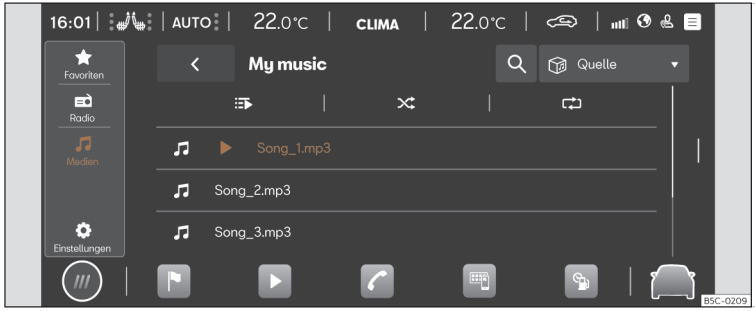

Abb. 169 Schematische Darstellung: Ansicht Medien.
- Drücken Sie **HOME** > ▶ > ♫ >>> **(Abb. 169)**.